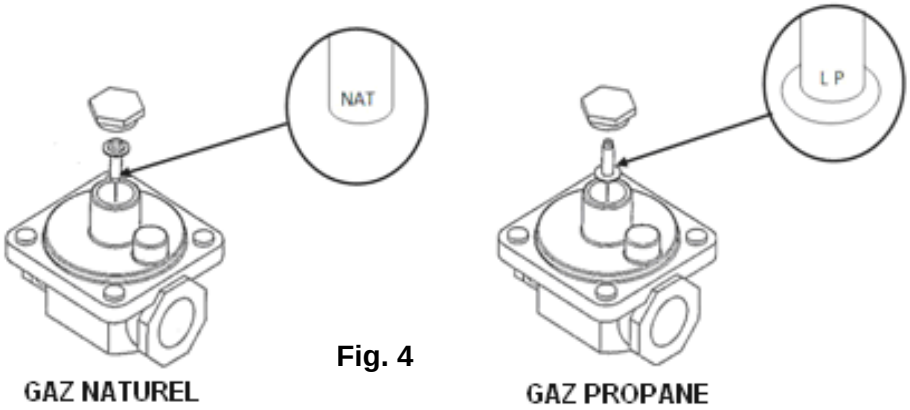

Fig. 4
2. Placez le régulateur à 25 cm CE en retournant le tampon de ressort du régulateur. Voir Fig. 4.